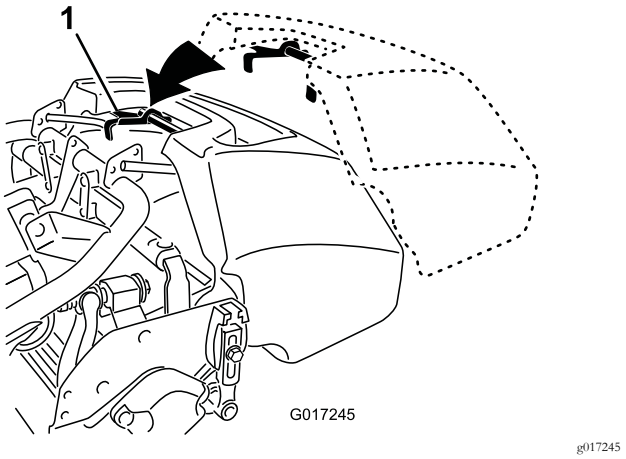

Rysunek 21
1. Chwyć kosz za uchwyt (Rysunek 21).
2. Poprowadź krawędź kosza między płytami bocznymi zespołu tnącego i ponad rolką przednią (Rysunek 21).
3. Zamontuj haki kosza ponad pętlą ramy (Rysunek 21).